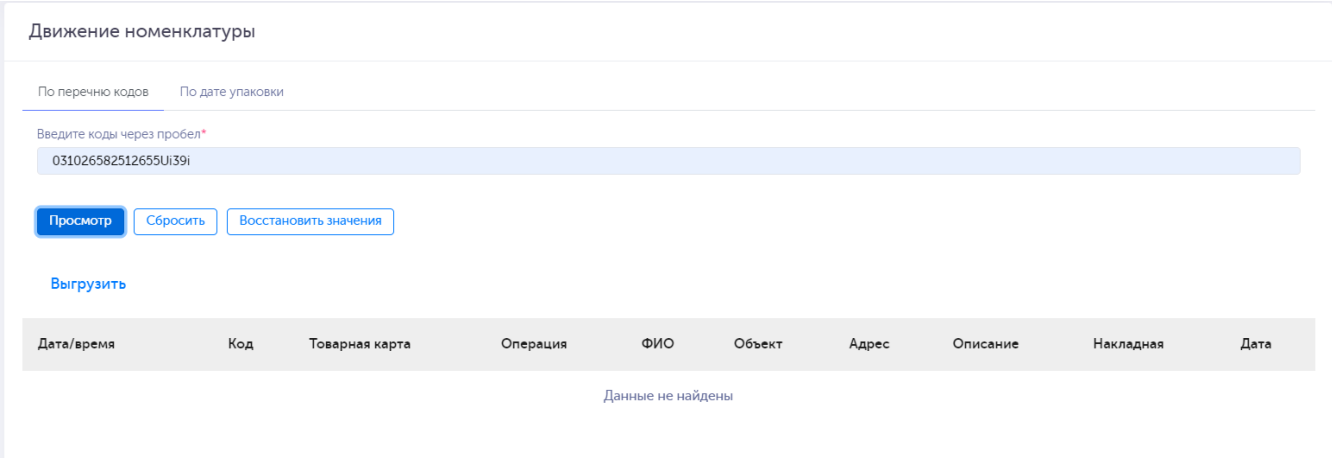

Рисунок 2-83
2) нажать на кнопку «Просмотр», после чего будет сформирован отчет по указанным кодам (Рисунок 2-83), в случае отсутствия данных о движении указанных кодов, появится всплывающее сообщение «Коды не найдены»;